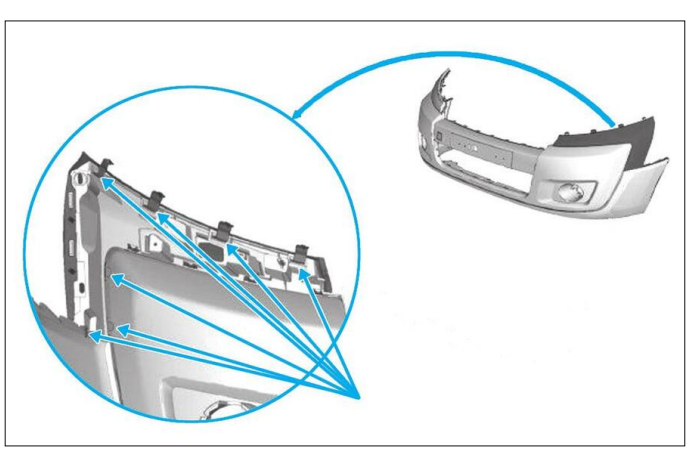

**Fig. 84**
- Dégrafer (1) l'enjoliver latéral **(Fig.84)**.